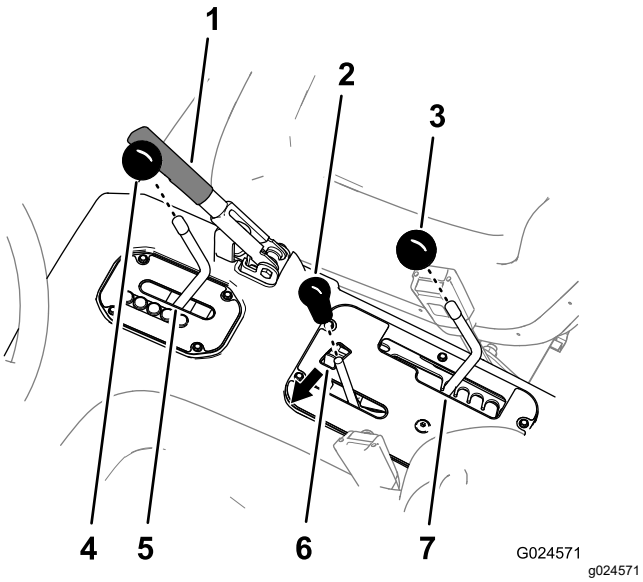

Figur 4
1. Ta bort alla knoppar från konsolspakarna och från transmissionsspaken genom att rotera dem moturs (Figur 4).